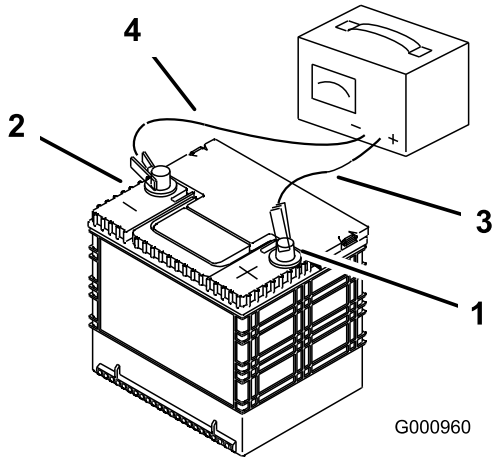

Figur 53
2. När batteriet är fulladdat ska laddaren kopplas bort från eluttaget, och laddningskablarna kopplas bort från batteripolerna (Figur 53).